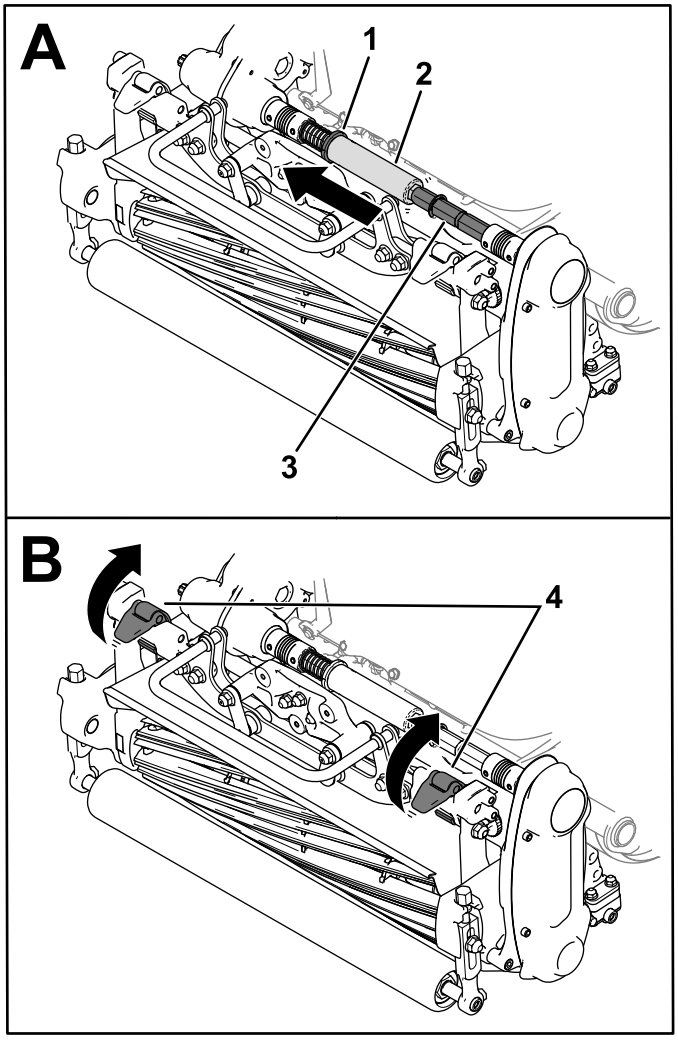

Figur 38
3. Flytta stoppringen (Figur 38) till spåret på transmissionsaxeln.
4. Skjut bort sexkantsröret från klippenhetens kopplingsaxel (Figur 38).
5. Flytta upp upphängningsspärrhakarna för att frigöra klippenheten från maskinen (Figur 38).